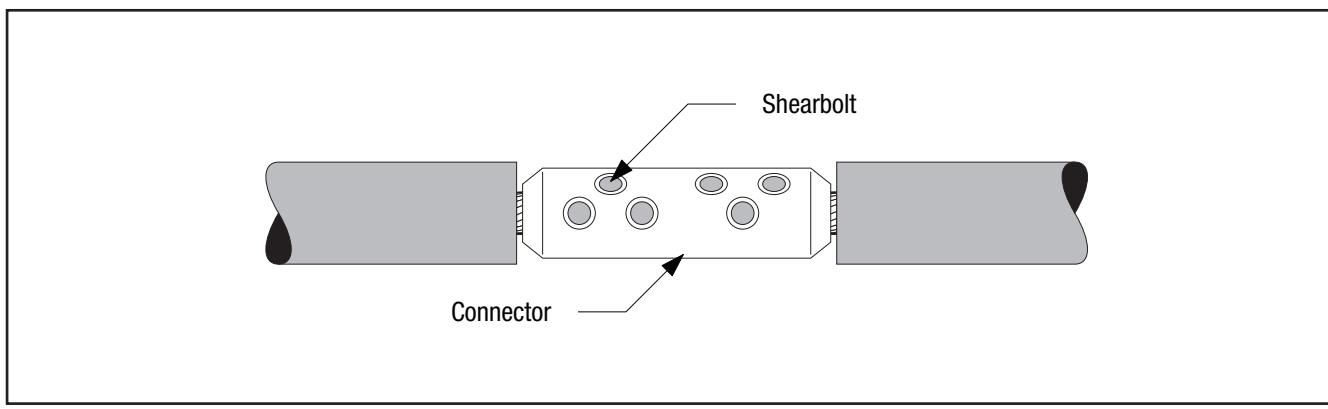

Figure 5
3.2 Install 3M Shearbolt Connector QCI 2-250 according to the instructions included with the connector *(Figure 5).*